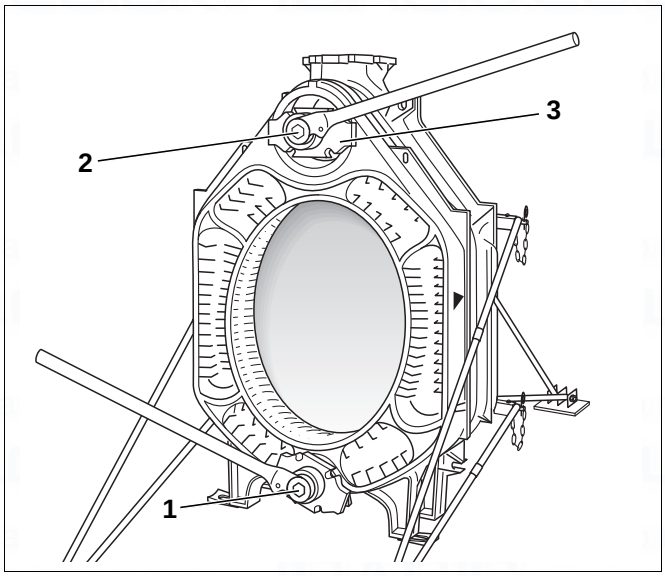

Fig. 19 Using the boiler compression tool
Use a size 2.2 or 2.3 boiler compression tool (Fig. 4 or Fig. 5 and Fig. 19, [1] and [2]).
- Push pressure flanges (Fig. 19, [3]) with clamping nuts onto the pull rods (Fig. 4, page 14 or Fig. 5, page 14, [4]).